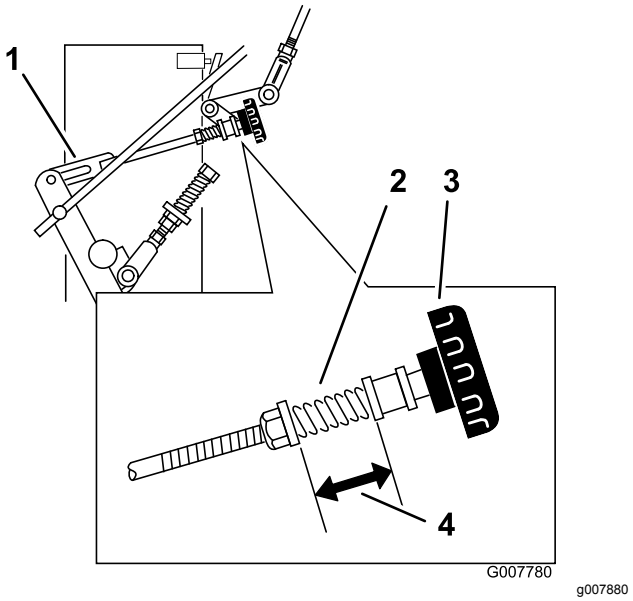

Figur 38
3. Juster den højre ledforbindelse ved at dreje Quick Track-knappen mod uret, indtil hjulet begynder at dreje fremad (Figur 38).
4. Drej knappen med uret ¼ omgang ad gangen. Flyt så hastighedskontrolhåndtaget fremad og tilbage til positionen NEUTRAL. Gentag dette, indtil det højre hjul stopper med at dreje fremad (Figur 38).
6. Fjederen, der påfører knappen spænding, kræver normalt ikke justering. Men hvis der kræves en justering, skal fjederens længde justeres til 26 mm mellem skiverne (Figur 38).
7. Juster fjederens længde ved at dreje møtrikken foran fjederen (Figur 38).